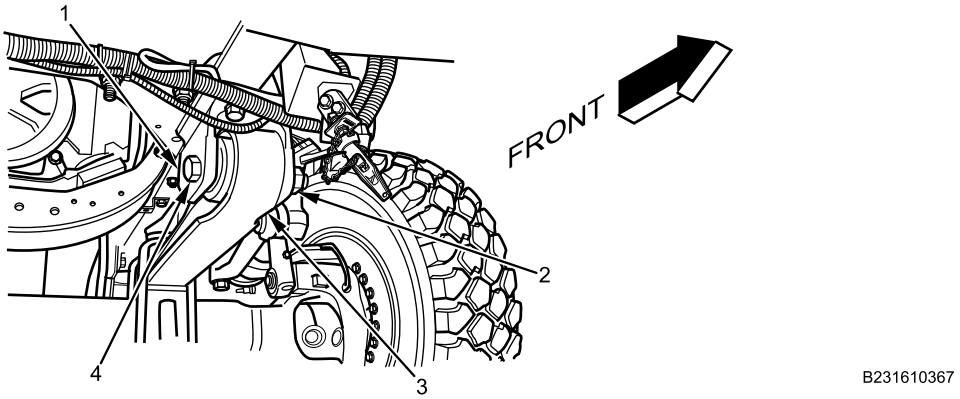

Figure 12. Front Spring Front Bracket.
11. Torque locknut (Figure 12, Item 2) and bolt (Figure 12, Item 4) on front spring bracket (Figure 12, Item 1) and spring (Figure 12, Item 3) to 200-240 lb-ft (270-325 N•m).